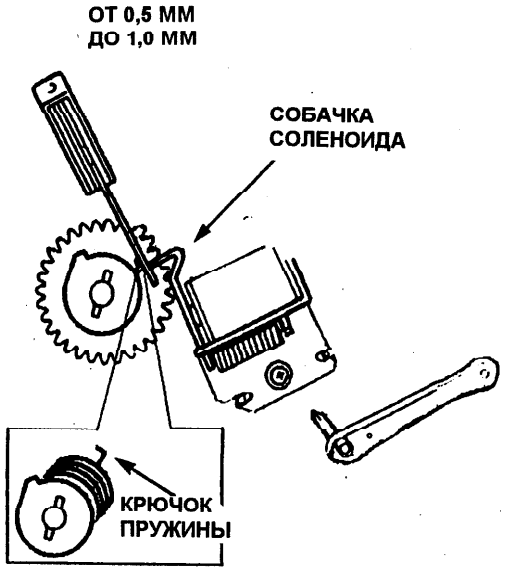

Рис. 1. Регулировка соленоида подачи вспомогательного лотка
4. Прекратив нажимать на собачку, измерьте расстояние между крючком пружины муфты и собачкой соленоида. Величина зазора должна составлять от 0,5 мм до 1,0 мм (Рис. 1).